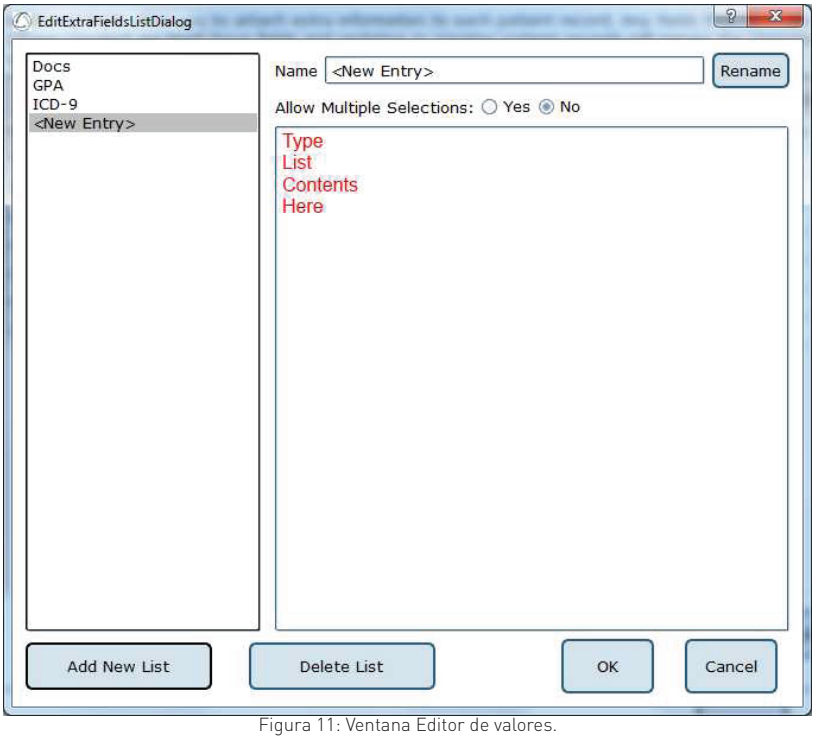

Figura 11: Ventana Editor de valores.
**Editor de valores**: Las listas creadas por el operador se generan y guardan a través del Editor de valores. Cuando se hace clic sobre él, aparecerá una nueva ventana que lista las listas guardadas actualmente para los campos adicionales (a la izquierda). Cuando se selecciona una lista a la izquierda, los contenidos de la lista se muestran en la derecha. Se muestra una vista completa del Editor de valores en la Figura 11 en la siguiente página.